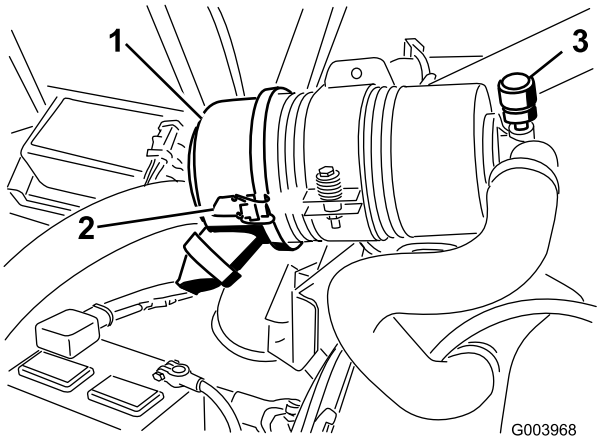

Figur 54
Utför service på luftrenarfiltret bara när serviceindikatorn (Figur 54) anger att det krävs. Om du byter ut luftfiltret tidigare ökar det risken för att smuts kommer in i motorn när filtret tas bort.
1. Lossa spärrhakarna som fäster luftrenarkåpan på luftrenarhuset (Figur 54).